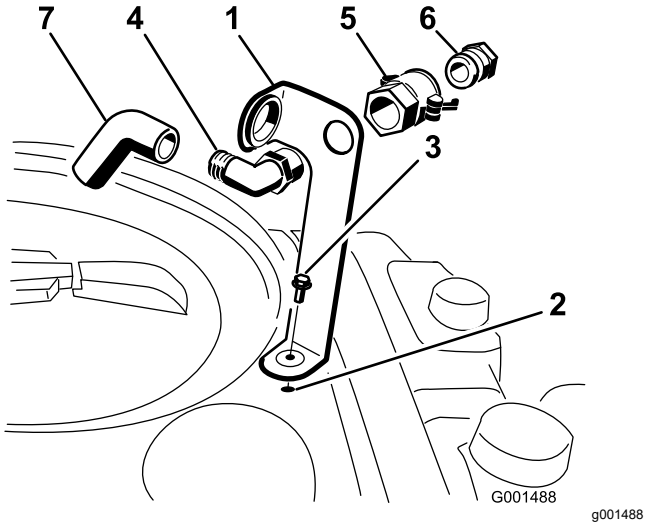

**Figura 3**
1. Coloque o suporte do receptáculo de preenchimento sobre o orifício rosqueado no tanque e prenda-o com um parafuso de cabeça flangeada (5/16 x ¾ pol.), conforme mostrado na Figura 3.
2. Coloque a extremidade rosqueada do encaixe em cotovelo a 90° através do suporte e rosqueie o acoplador rápido, prendendo-o ao suporte (Figura 3).
3. Instale o adaptador da mangueira no acoplador rápido (Figura 3).
4. Trave o adaptador no lugar girando as alavancas em direção ao adaptador e, em seguida, prenda-as com os contrapinos em grampo (Figura 3).
5. Instale a mangueira anti-sifão através da abertura grande no suporte e na extremidade farpada do encaixe em cotovelo a 90° (Figura 3).